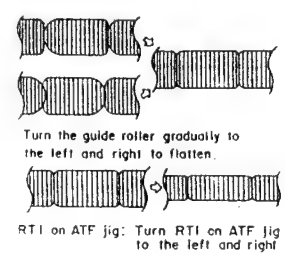

Fig. 3-11
6) Check that the FM output waveform at TP3 is flat. Set SW1 on the ATF jig to ON and turn RT1 to the left and right to check that the FM output level drops at an equal angle on the left and right. (Fig. 3-11)
7) If the specification in step 6) cannot be confirmed, turn the tops of supply guide roller (1) and the take-up guide roller using a special driver to adjust their heights so the specification in step 6) can be satisfied.